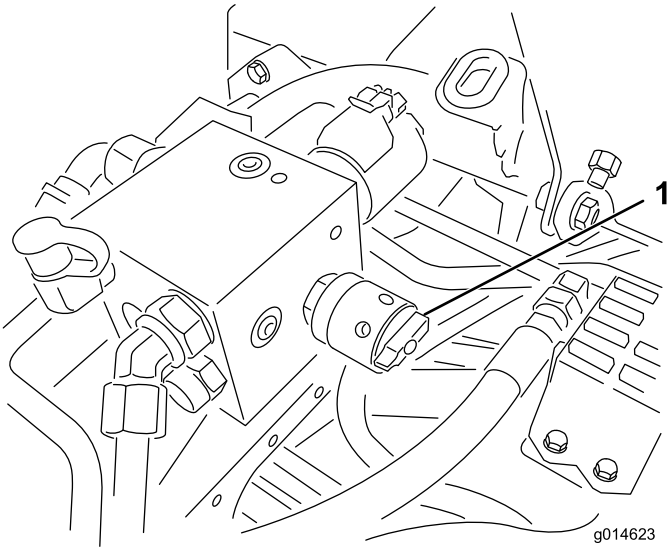

Figur 38
4. Ställ in cylinderhastigheten genom att vrida reglaget (Figur 38) tills indikatorpilarna ligger i linje med det nummer som markerar önskad inställning.